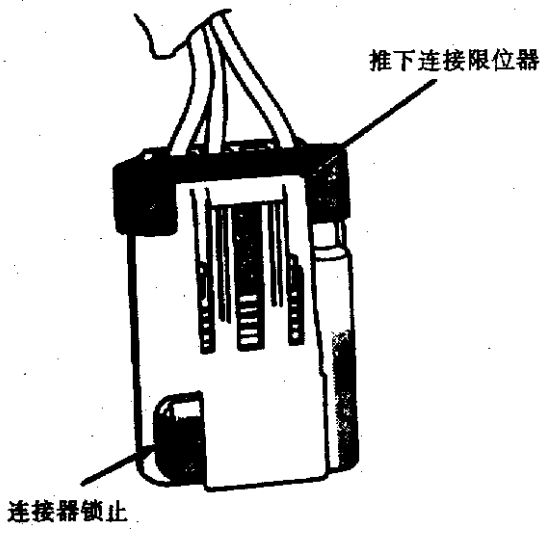

图 4－16　油泵组件连接器和锁止
⑪用专用工具 6856，按逆时针方向拆下塑料锁止螺母，松开油泵组件(图 4－17)。